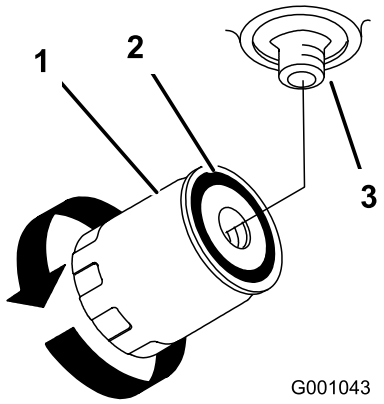

Figur 76
3. Påfør et tyndt lag hydraulikvæske på gummipakningen på det nye filter (Figur 76).
7. Fyld hydrauliktanken med hydraulikvæske, indtil væsken flyder over filteret, og drej dernæst oliefilteret med uret, indtil gummipakningen berører filteradapteren. Stram dernæst filteret yderligere 1/2 omgang (Figur 76).